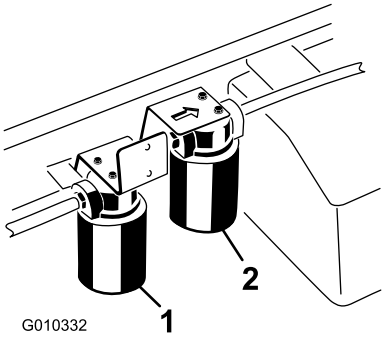

Figur 71
5. Ställ ett avtappningskärl under filtret och ta bort filtret (Figur 71).
4. Rengör runt området där högflödesfiltret monteras (Figur 71).